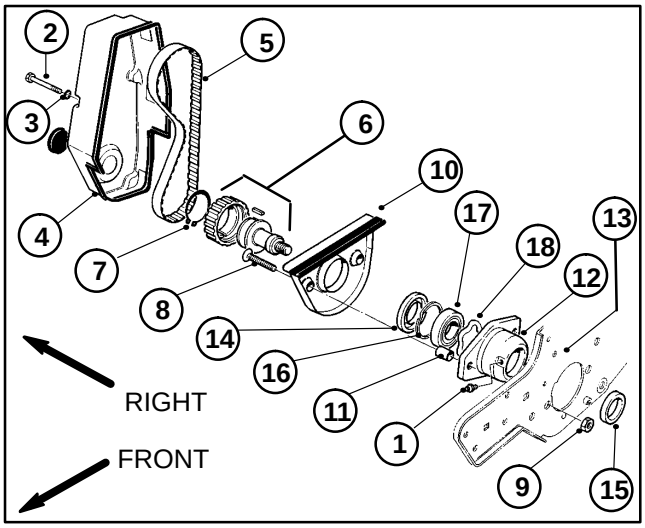
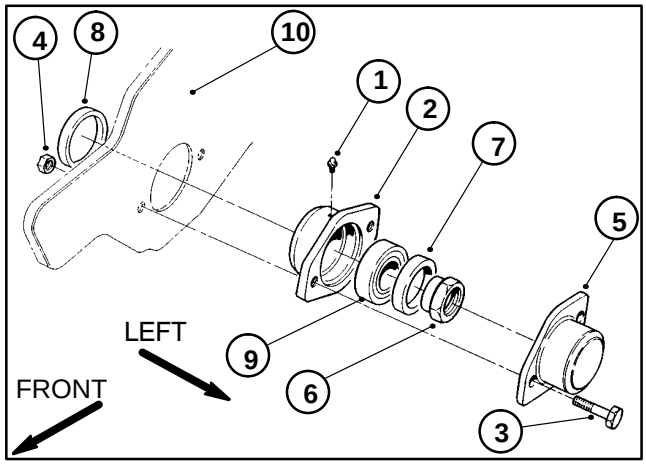

Figure 1
Figure 2
1. Remove (4) cap screws, (4) lock washers, and reel drive cover from the mower. Mark bearing housing (RH) for reassembly purposes (Fig. 1).
3. Use a 1/2–inch drive in the pulley and drive assembly (Fig. 1) to remove the assembly from the reel drive shaft. Also, remove bearing lock nut (Fig. 2) from the reel drive shaft at the same time.
4. Use an allen wrench and remove both flat head screws, groomer arm cover, and both cover standoffs from the bearing housing (Fig. 1).
5. Remove both cap screws, lock nuts, and bearing cover from the bearing housing (LH) (Fig. 2).
6. Remove grease fittings from both bearing housings (Fig. 1 and 2).
7. Pull both bearing housings from the frame and reel (Fig. 1 and 2). Remove the reel from the mower.
3. Attach bearing housing (RH) through the frame onto the reel shaft (Fig. 1).
4. Attach bearing housing (LH) through the frame onto the reel shaft (Fig. 2).
5. While tightening the bearing lock nut (Fig. 2) to the reel shaft, tighten pulley and drive assembly (Fig. 1) to the reel shaft at the same time. Torque assembly and nut to 50 ft−lb (6.9 kg−m).
6. Tighten flat head screws and nuts securing the bearing housing (RH) to the frame (Fig. 1).
7. Remove both cap screws and lock nuts holding the bearing housing (LH) to the frame. Position bearing cover to housing and secure to frame with both cap screws and lock nuts (Fig. 2).
9. Reinstall reel drive cover with four lock washers and cap screws to the mower. Tighten cap screws (Fig. 1).
10. Reinstall grease fittings to both bearing housings. Lubricate both housings with No. 2 multipurpose lithium base grease (Fig. 2 and 1).